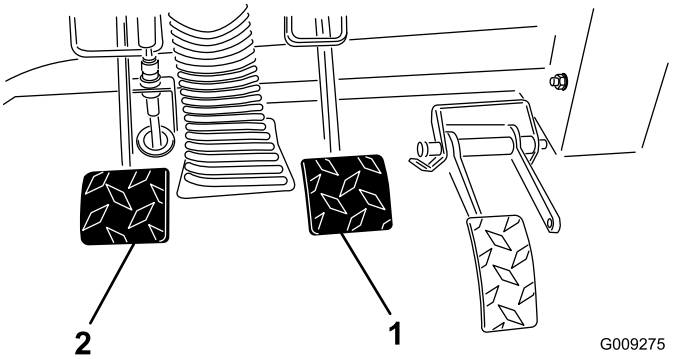

Figur 65
2. Lätta på bromspedalen (Figur 65) tills den vidrör ramen.